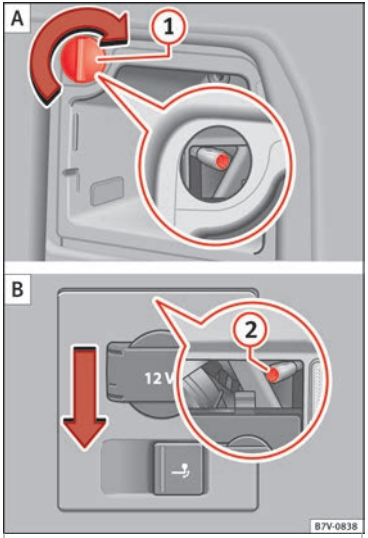

Fig. 112 On the side of the luggage compartment: removing the left and right hand side rear lights. (1) remove the cap; (2) attachment screw
4.	Unscrew the attachment screw ››› Fig. 112 ② using the screwdriver from the vehicle tool kit ››› page 83. The bolt is secured in its position.